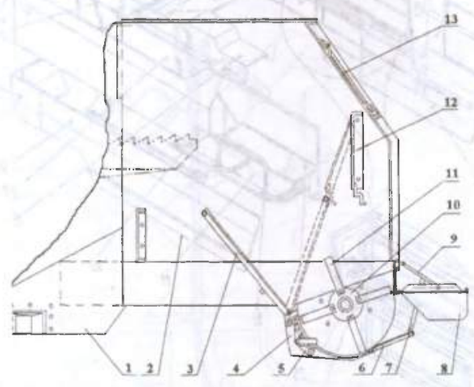
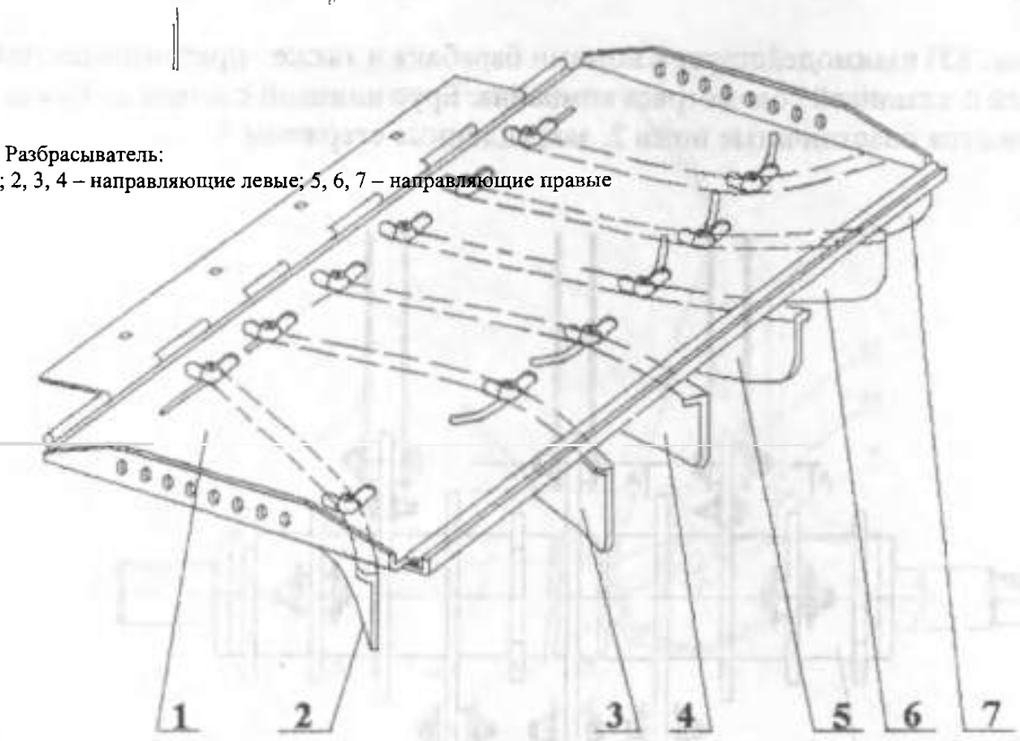
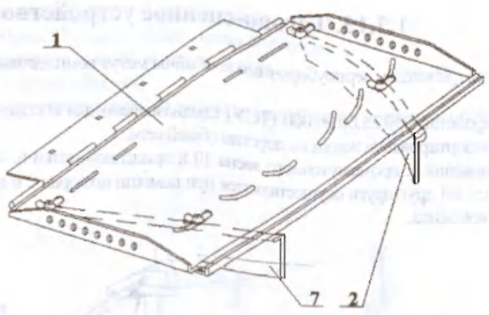

Рис. 81. Измельчитель-разбрасыватель:
Рис. 84. Разбрасыватель:
Рис. 85 Разбрасыватель. Установка направляющих для укладки соломы в валок:
Измельчитель-разбрасыватель состоит из следующих составных частей: рамы 1 (рис. 81), капота 2, в котором установлен поворотный щиток 12, а на задней стенке - люк 13 для обслуживания измельчителя и обеспечения демонтажа клавишей соломотряса.
Измельчение соломы и разбрасывание ее по полю. В этом случае направляющие 2...7 устанавливаются на щите 1 разбрасывателя в положение, показанное на рис. 84.
Укладка соломы в валок. В этом случае ножевой брус 5 (рис. 81) выводится из зоны взаимодействия с ножами 2-го измельчающего барабана 10, а крайние направляющие 2 и 7 устанавливаются на щите 1 разбрасывателя в положение, показанное на рис. 85.
При работе на короткостебельной массе для укладки соломы в валок достаточно установить щитки 3 и 12 (рис. 81) в положение, показанное пунктиром, и снять приводной ремень. При этом во время работы необходимо следить, чтобы солома, сходящая с соломотряса, не скапливалась на щитках 3 и 12, т. к. это может привести к поломке клавишей соломотряса.
-ширину разбрасывания измельченной соломы, перемещением направляющих 2...7 (рис..84) по пазам щита 1 разбрасывателя;
-дальность выброса измельченной соломы, поворотом разбрасывателя 8 (рис. 81) регулируемыми тягами 9. При повороте разбрасывателя 8 вверх дальность выброса измельченной соломы увеличивается и одновременно увеличивается ширина разбрасывания. При повороте разбрасывателя 8 вниз дальность выброса уменьшается и одновременно уменьшается ширина разбрасывания;
-интенсивность разбрасывания, поворотом направляющего щитка 6 (рис. 81) с помощью регулируемых тяг 7. При повороте направляющего щитка 6 вверх, измельченная солома подается на передний конец разбрасывателя и интенсивность разбрасывания увеличивается, а при повороте направляющего щитка 6 вниз, измельченная солома подается на задний конец разбрасывателя и интенсивность разбрасывания уменьшается.
Разбрасыватель предназначен для разбрасывания измельченной соломы по полю или укладки соломы в валок и состоит из щита 1 (рис. 84), на котором закреплены направляющие 2...7. Для разбрасывания измельченной соломы по полю направляющие 2...7 устанавливаются на щите 1 разбрасывателя, как показано на рис. 84, а для укладки соломы в валок устанавливаются только крайние направляющие 2 и 7, как показано на рис. 85.
Щиток 3 (рис. 81) предназначен для направления соломы к измельчающему барабану 10. Щиток 3 шарнирно закреплен в поддоне двумя болтами М16х1,5х35 и зафиксирован от поворота двумя болтами М8х25 с гайками в раме измельчителя-разбрасывателя. Для установки щитка 3 в положение, показанное пунктиром, болты М8х25 необходимо вывернуть.
Фирменная табличка 1 (рис. 81) расположена на левой стороне площадки водителя.